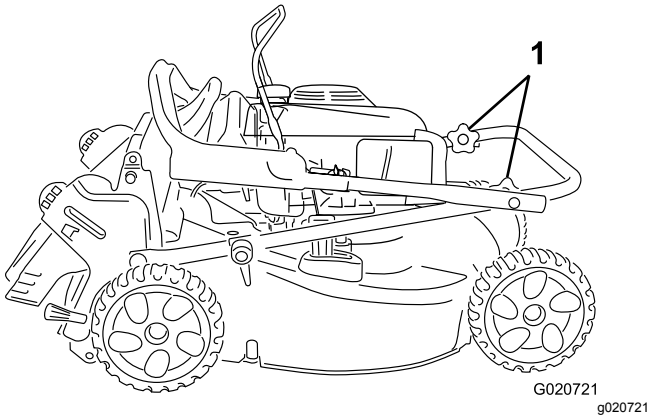

Figuur 3
1. Draai de knoppen van de handgreep los (Figuur 3).